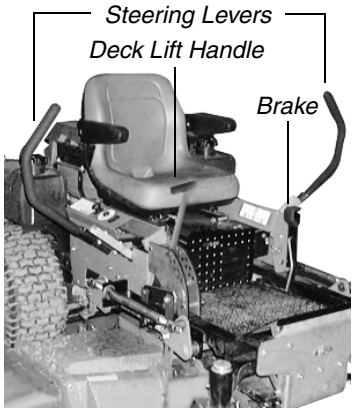

Figure. 3
3. **Left and Right Steering Levers:** (See Figure 3.) These hinged levers open out to the side in the neutral position to permit the operator to be seated or to leave the mower's seat. The operator, when seated, can pull the levers up to the operating position, a comfortable forearm's length away. These levers control all of the movements of the mower. Pushing both levers forward causes the mower to move forward. Pulling both levers back causes the mower to move backward. Pushing one lever ahead of the other lever causes the traction wheel on the side where the lever is ahead to rotate faster than the other traction wheel, making the mower turn toward the side where the lever is behind. When one lever is pushed forward and the other lever pulled back the same amount, one traction wheel will turn in reverse and the mower will turn within its own length.
5. **Parking Brake:** (See Figure 3.) Located on the left side of the traction unit. The handle is an overcenter lever which applies the internal drum-type brake on each drive wheel when the handle is in the up position. The brake must be engaged in order to start the engine.
6. **Deck Lift Handle and Optional Foot Pedal Lift Assist:** (See Figure 3.) Located on the right front corner of the mowing deck. Raise the mowing deck to the transport position, by pulling the lever to the rear and moving it inward into the stop for transport. To lower the mowing deck, pull the deck lift handle and move it outward. This lower’s the deck to the cutting position.The foot pedal lift assist (not pictured above) can provide “lift assist” to the hand lever or with “foot effort only”. To provide assistance to the lift handle: remove the hairpin clip from the locking pin and remove the pin from the pedal assembly. Fold the pedal down to the horizontal position so the hole in the pedal aligns with the hole in the lever. Reinstall the locking pin and hairpin clip. Pull on the Lift handle and depress the foot pedal to raise the deck. Lifting with “foot effort only” depress the foot pedal (the hand lever will lock into transport position if fully depressed). To release the lift mechanism depress the foot pedal, move the hand lever outward and slowly reduce foot pedal effort to lower the mechanism. To service the unit: Remove the hairpin clip from the locking pin and remove the pin from the pedal assembly. Fold the pedal up to vertical position so the hole in the pedal aligns with the hole in the lever. Reinstall the locking pin and hairpin clip. This is the required position for the foot pedal for the foot platform to tilt forward and to access some of the machines components.